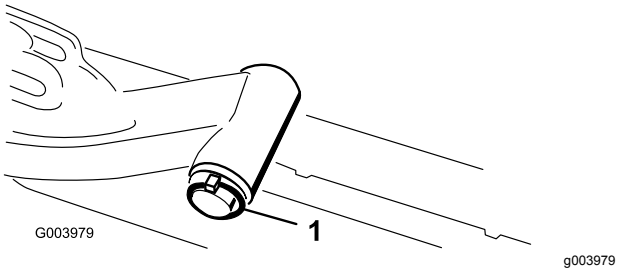

Figuur 11
A. Verwijder de lynchpen en de ring waarmee de draaiende as van de hefarm bevestigd is aan de hefarm en schuif de draaiende as van de hefarm uit de hefarm (Figuur 11).
C. Steek de as van de hefarm in de hefarm en zet deze vast met de ring en de lynchpen (Figuur 11).